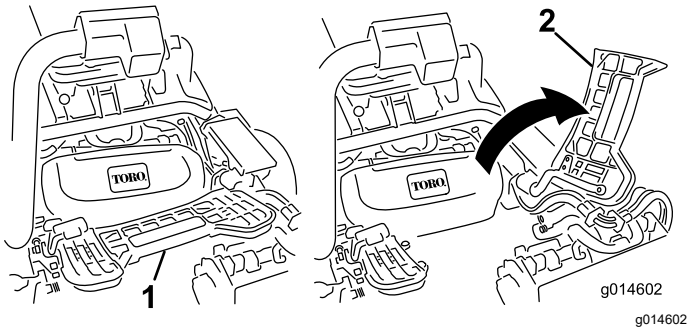

Figur 53
2. Lyft upp fotstödet och fäll upp det så att du kommer åt mittklippenheten (Figur 53).